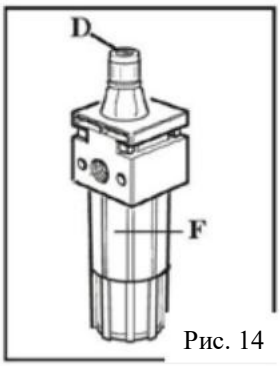

Рис. 14
- Нажмите педаль отжимной лопатки 3-4 раза. Убедитесь, что масло капнуло в стакан G. В противном случае используйте регулировочный винт D. (рис.14)